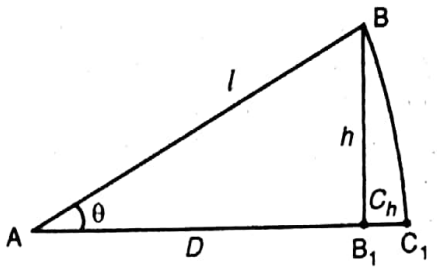

Fig. 5.2
1. *Correction for slope if the vertical distance between the first and last point (h) is known.* Refer Fig. 5.2.
From Fig. 5.2, we find that